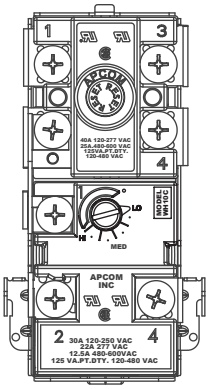
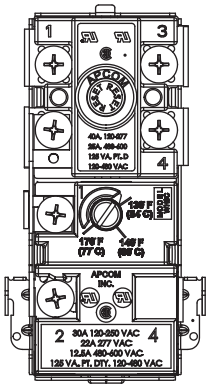
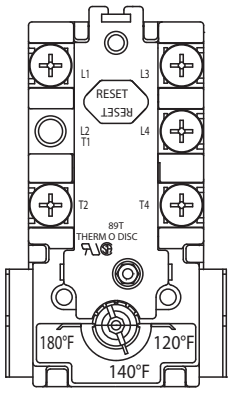
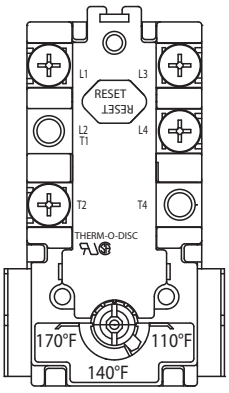

FIGURE 5
FIGURE 6
FIGURE 7
FIGURE 8
3. Depress the red manual reset button on each Thermostat/ECO combination control. (See Figure 5, Figure 6, Figure 7 or Figure 8)
A-8 Circuit thermostats have three designated set points; LO, MED and HI. (See Figure 5).The approximate equivalent temperatures for these three settings are: LO = 140°F (60°C), MED = 160°F (71°C) and HI = 180°F (82°C). These thermostats are set from the factory at the LO 140°F (60°C) setting. The over temperature device (ECO high limit) attached to each thermostat has a manual reset. The C-2 circuit thermostat is adjustable from approximately 130°F (54°C) to 170°F (77°C) (See Figure 6). These thermostats are set from the factory at approximately the 140°F (60°C) setting. The over temperature device (ECO high limit) attached to each thermostat has a manual reset.
A-8 circuit thermostats are adjustable from approximately 120°F (49°C) (lowest setting) to 180°F (82°C) (highest setting) (See Figure 7). The C-2 circuit thermostat is adjustable from approximately 110°F (43°C) to 170°F (77°C) (See Figure 8). These thermostats are set from the factory at approximately the 140°F (60°C) setting. The over temperature device (ECO high limit) attached to each thermostat has a manual reset.